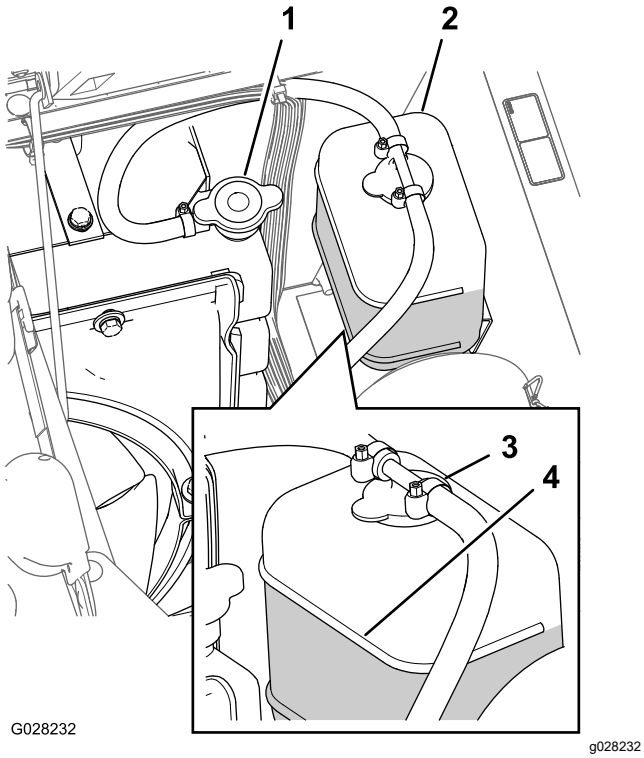

Figur 98
3. Ta försiktigt bort kylarlocket och locket på expansionstanken (Figur 98).
Obs: Kylaren ska fyllas upp till påfyllningsrörets översta del och expansionstanken ska fyllas upp till Full-markeringen på tanken (Figur 98).
5. Om kylvätskenivån är låg tar du av expansionstankens lock och kylarlocket, och fyller på expansionstanken till Full-markeringen och kylaren till påfyllningsrörets översta del (Figur 98).
6. Sätt tillbaka kylarlocket och locket till expansionstanken (Figur 98).
2. Vänta tills motorn är kall och ta sedan bort kylarlocket (Figur 98).
6. Ta bort kylarlocket (Figur 98).
8. Starta motorn med locket löst på kylaren (Figur 98).
10. När kylvätskan har värmts upp ska du se till att den når upp till lockets tätningsyta och sedan skruva åt locket (Figur 98).
11. Öppna expansionstankens lock och fyll tanken med kylvätska till läget Cold (Figur 98).